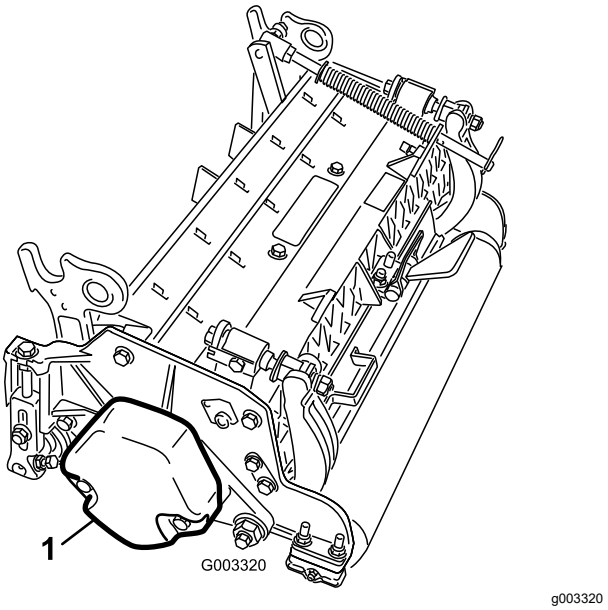

Figur 9
5. Sørg for, at kontravægten (Figur 9) *er monteret i den rigtige ende af klippeenheden som beskrevet i betjeningsvejledningen til klippeenheden*.